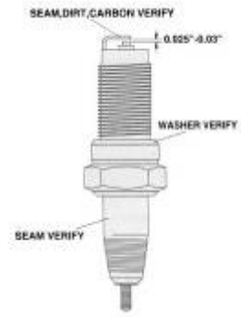

Figure 24
b. Before installing spark plug coat threads lightly with graphite grease if possible, to ensure easy removal next time the spark plug needs inspection **(see** Figure 24**)**.